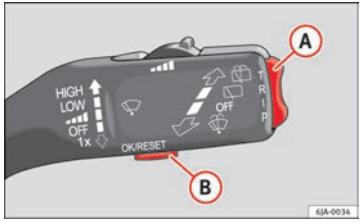
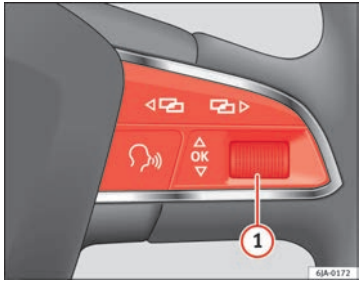

Fig. 34 Multifunction display: controls
Fig. 35 Multifunction steering wheel: controls
- by pressing the lever's (B) button briefly ⇒ Fig. 34 ⇒ page 62, *or else*
- briefly pressing the right thumbwheel of the multifunction steering wheel OK (1) ⇒ Fig. 35.
The button to change the functions (A) ⇒ Fig. 34 and the button to delete the memory (B) are located on the window wiper lever.
– Press the lever's (B) ⇒ Fig. 34 button briefly.
– Briefly press the right thumbwheel of the multifunction steering wheel OK (1) ⇒ Fig. 35.
– Briefly press the lever's (A) ⇒ Fig. 34 rocker switch up or down. This displays the multifunction display functions in consecutive order on the screen. ▶
– Turn the right thumbwheel of the multifunction steering wheel (1) ⇒ Fig. 35. This displays the multifunction display functions in consecutive order on the screen.
– Press and hold the lever's (B) ⇒ Fig. 34 button.
– Press and hold the right thumbwheel of the multifunction steering wheel OK (1) ⇒ Fig. 35.
At temperatures below +4 °C (+39 °F), the snowflake symbol is also displayed (frozen road surface warning symbol) and an audible warning is given. Pressing the lever's rocker switch (A) ⇒ Fig. 34 or turning the right thumbwheel of the steering wheel (1) ⇒ Fig. 35 shows the last displayed function.
– Press the lever's button (A) ⇒ Fig. 34 to select **Speed warning**.
– Press the lever's button (B) to activate the possibility of adjusting the speed limit.
– Press the lever's button (A) to select the required speed limit, e.g. 50 km/h. The speed can be adjusted in 5 km/h intervals.
– Press the lever's button (B) to confirm the selected speed limit or wait several seconds until the adjustment is automatically stored.
– Turn the right thumbwheel of the multifunction steering wheel (1) ⇒ Fig. 35 and select **Speed warning**.
– Press the lever's button (B) to set the current driving speed as the speed limit. If you want to change the speed limit, this will be regulated in 5 km/h (mph) intervals (e.g. the speed set at 47 km/h increases to 50 km/h or decreases to 45 km/h).
– Press the lever's button (B) again to confirm the selected speed limit or wait several seconds until the adjustment is automatically stored.
– Press and hold the button (B) to reset the speed limit.
– Press the button, (B) again to activate the possibility of adjusting the speed limit.